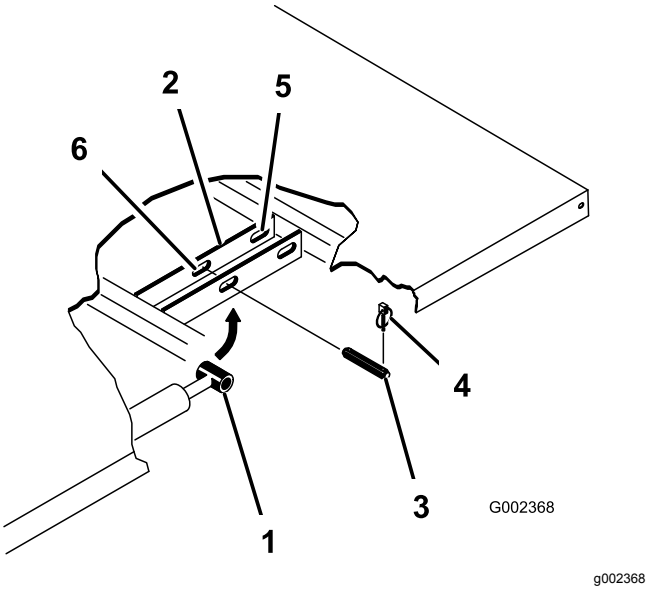

Figuur 3
4. Verwijder de lynchpennen van de uiteinden van de gaffelpennen van de cilinderstang (Figuur 3).
de bevestigingsplaten van de laadbak, door de pennen naar binnen te drukken (Figuur 3).